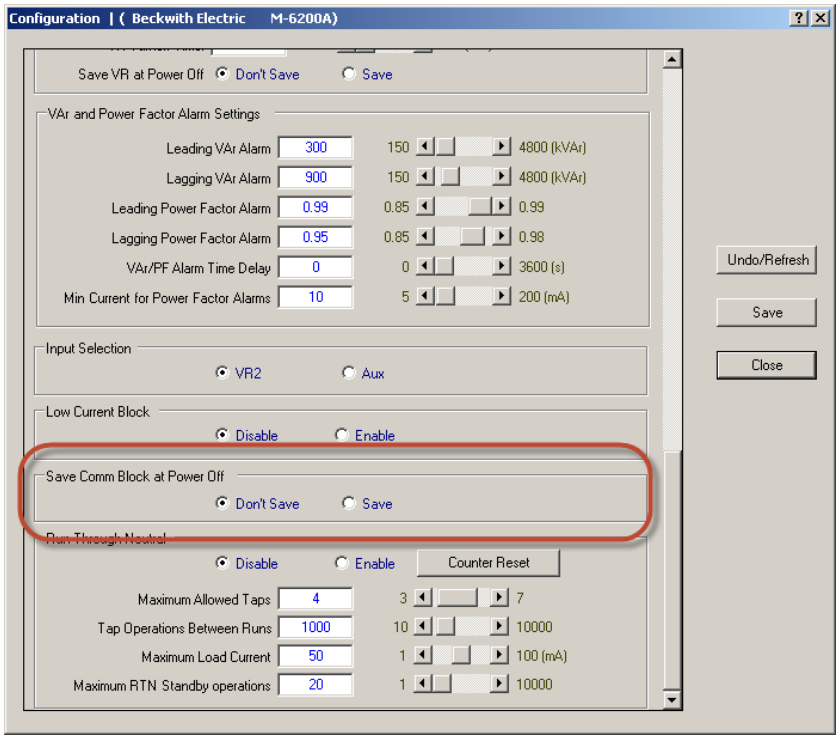

Figure 4-24 Configuration (Save Comm Block at Power Off) Dialog Screen
1. Select **Setup/Configuration** from the TapTalk toolbar. TapTalk will display the "Configuration" dialog screen (Figure 4-24).